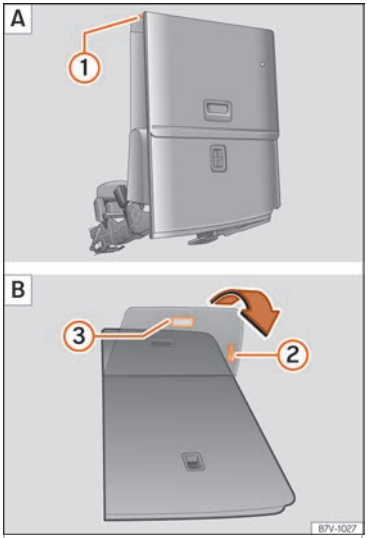

Fig. 167 Third seat row: fold down the rear seat to load A then return to position B
- If necessary, pull on the lever ››› Fig. 167 ② to move the seat to the required position.
- Pull lever ››› Fig. 167 ① back and fold the seat backrest forwards. The rear seat folds forward ››› ⚠ and the cushion also moves forward.
- Pull on the handle ››› Fig. 167 ② to put the seat tray back in position.
- Pull the handle ››› Fig. 167 ③. The entire seat folds backwards.